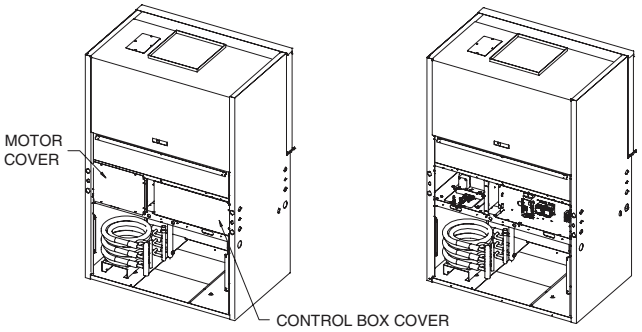

Fig. 18 — Remove Motor and Control Box Covers
2. Remove motor cover and control box cover as shown in Fig. 18.